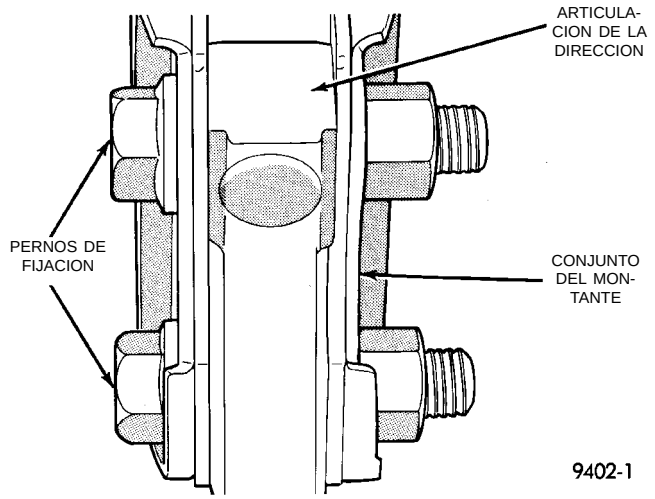

Fig. 12 Conjunto del montante de la articulación de la dirección a los pernos de fijación
(6) Retire los 2 pernos (Fig. 12) de fijación del conjunto al montante de la articulación de la dirección.
(2) Alinee el conjunto del montante con la articulación de la dirección. Emplace el brazo de esta última en el soporte de la horquilla del conjunto del montante, alineando los orificios de este soporte con los orificios de instalación en la articulación de la dirección. Instale los dos pernos de fijación del conjunto del montante en la articulación de la dirección (Fig. 12). Los pernos de fijación deben instalarse con las tuercas orientadas hacia la parte delantera del vehículo. Apriete los pernos de fijación con una torsión de 53 N·m (40 lbs. pie) más 1/4 de vuelta adicional después de lograr la torsión especificada.